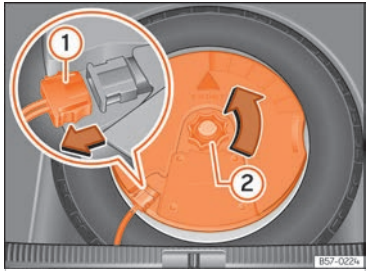

Fig. 185 Al maleter: desmuntar el subwoofer.
- Desconnecteu el cable de l'altaveu subwoofer ››› fig. 185 ①.
- Gireu la rodeta de fixació en sentit contrari a les agulles del rellotge ››› fig. 185 ②.